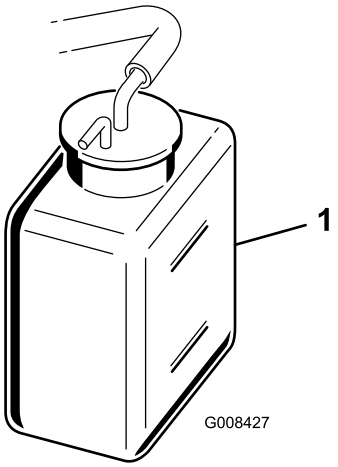

Figur 28
2. Kontroller kjølevæskenivået (Figur 28). Det skal være mellom linjene på reservetanken når motoren er kald.